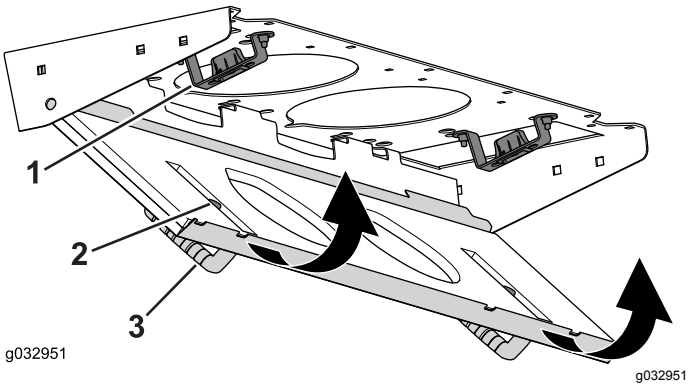

Bild 144
4. Drehen Sie das Filtersieb um die Nasen, bis der Riegel in der Riegelbefestigung einrastet (Bild 144).